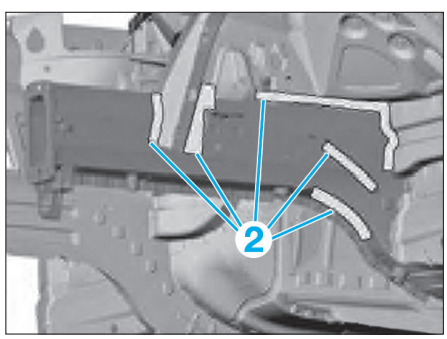
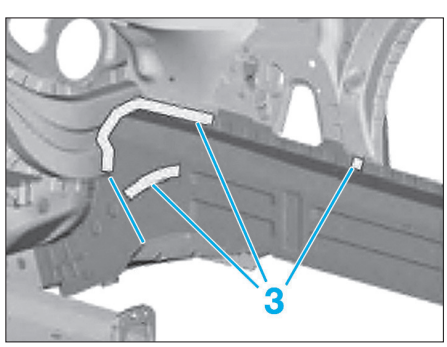

FIG. 5
FIG. 6
• Meuler les cordons de soudure (2) et (3) **(Fig.5)** et **(Fig.6)**.